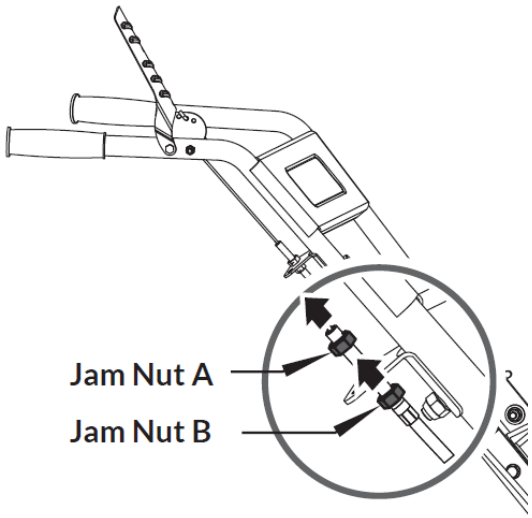

Figure 25
2. Rotate jam nut "A" enough so the jam nut "B" can be rotated up. Rotate jam nut "B" up against the Bracket until desired cable tightness is reached (***Figure 25***).